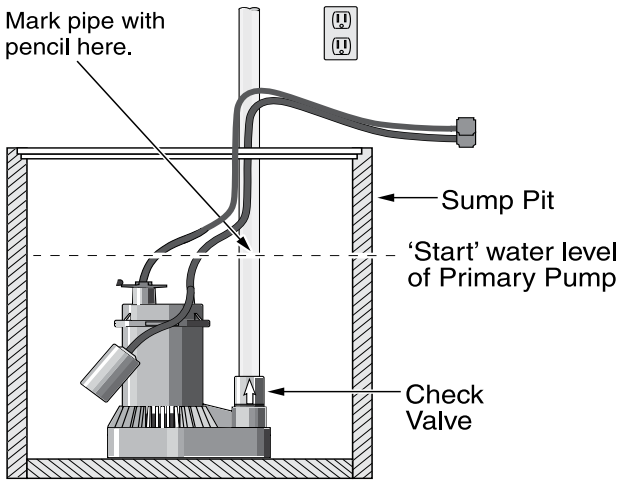

Figure 1: Mark pipe at 'start' water level
1. Locate the high water level in your sump pit (the water level at which the existing (primary) sump pump starts - see Figure 1). Turn off power to pump and mark this point on the discharge pipe with a pencil or marker.
3. If the sump is too small to allow both pumps to sit on the bottom of the sump, install an angle bracket on the primary sump pump's discharge pipe with stainless steel hose clamps. Mount the backup pump on the angle bracket. See Figure 1, "Separate Discharge".
4. Cut a piece of 1-1/2″ PVC pipe to reach from the back-up pump discharge elbow to about one (1) foot above the basement floor. This is the lower discharge pipe.